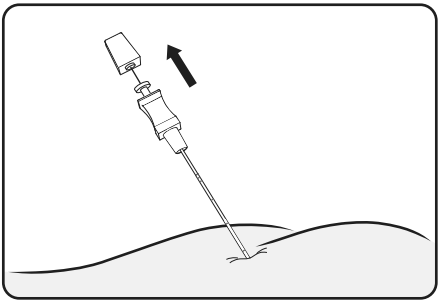

Figura 7. Retire el estilete de la aguja para el agujero
2. Retire el estilete de la aguja para el agujero (**Figura 7**).